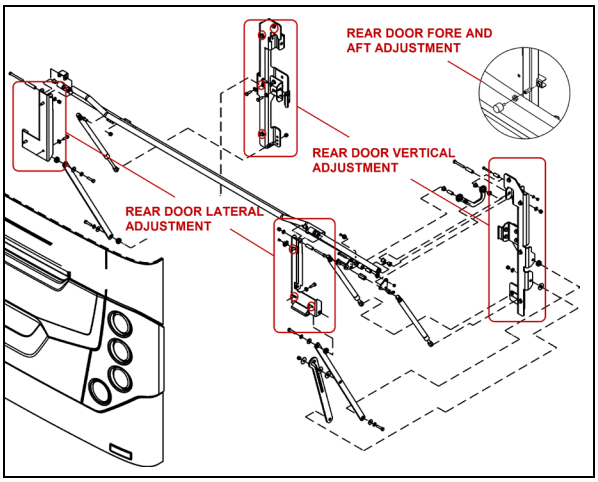

FIGURE 113: ENGINE COMPARTMENT DOOR 18633_1
1. To adjust the door VERTICAL position, loosen the bolts (4 on each side) holding the door supporting arm and gas springs bracket to the *vehicle structure* (Figure 113).
2. To adjust the door LATERAL position, loosen the bolts (3 on each side) holding the door supporting arm and gas springs bracket to the *door* (Figure 113).
3. Adjust the door FORE & AFT position by screwing/unscrewing the rubber door stops on each side of the door opening (Figure 113).